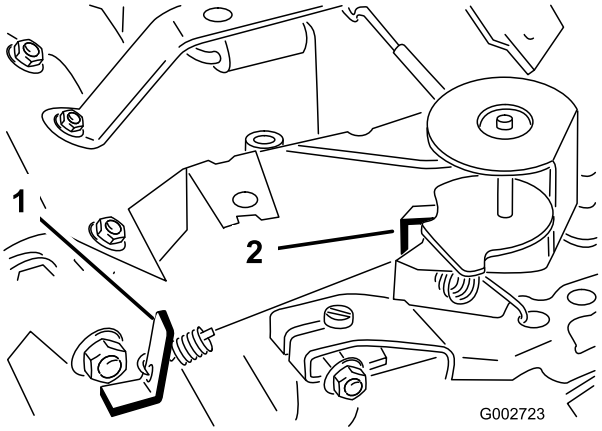

**Figur 38**
3. Bøj den regulerede styrefjeders ankertap (Figur 38) for at opnå en tomgang på 1725±50 omdr./min. Kontroller farten med en omdrejningstæller.
5. Flyt gashåndtaget til positionen hurtig (Fast). Bøj høj hastighedsfjederens ankertap (Figur 38) for at opnå en høj hastighed på 3400±50 omdr./min.